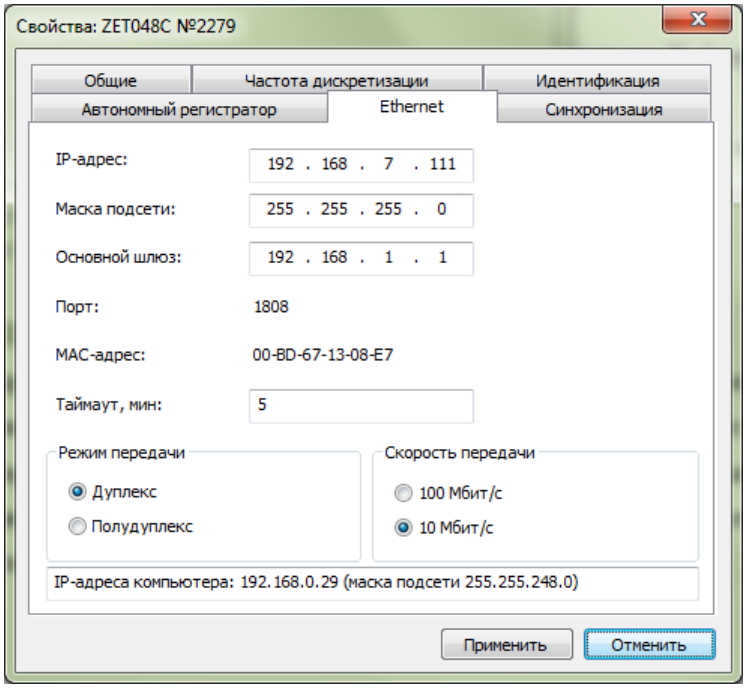

Рис. 2.8 Вкладка «Ethernet» из меню «Свойства»
3. В меню свойства на вкладке «Ethernet» следует произвести настройки (*Рис. 2.8*):